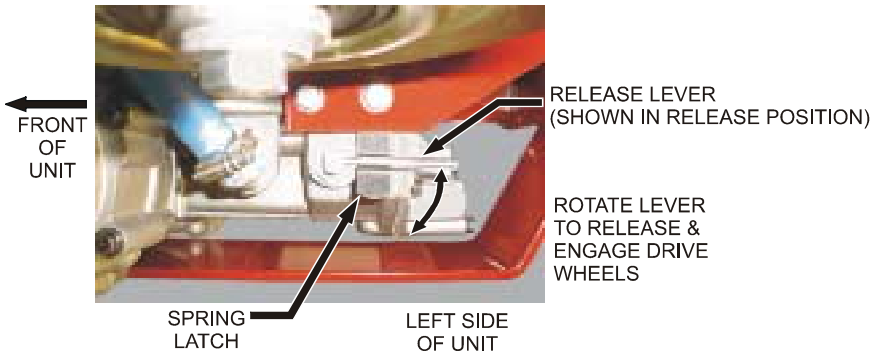

FIGURE 4
3.7.1 Rotate drive wheel release lever into position shown in Figure 4 to release drive system (Refer to Section 4.11). Roll tractor to mower deck and mower deck support aligning them so the tractor is positioned for ease of mounting the deck support. Remove center belt shield.
4.11 Drive Wheel Release Lever: Located under the lower left rear corner of the engine deck (See Figure 4). The drive wheel release lever is used to release the hydrostatic drive system to allow machine to be pushed while the engine is not running. Rotate lever 1/8 turn counter-clockwise until caught under spring latch to release drive system. Pull spring latch out far enough to allow lever to rotate 1/8 turn clockwise to engage drive system.